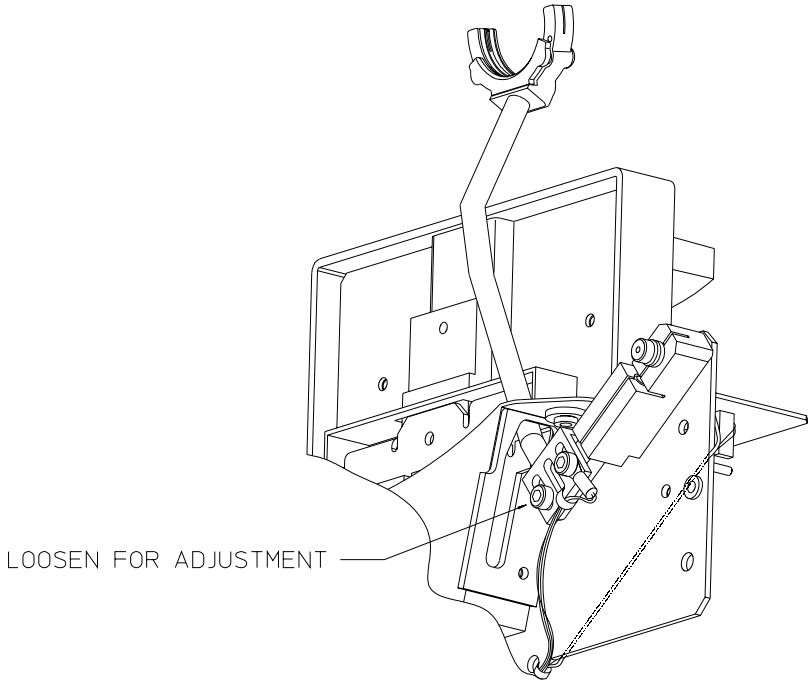

FIGURE 4-17. Trial Lens Holder Adjustment
a) Check that the trial lens holder shaft rotates properly in the pivot block at the base of the shaft. If the stop screw at the base of the shaft (Figure 4-17) is screwed in too far, it will contact the top surface of the pivot block and impede rotation of the shaft.
b) Loosen the two screws on the bottom of the shaft (Figure 4-17). This will allow up/down and left/right movement as necessary to obtain proper adjustment.